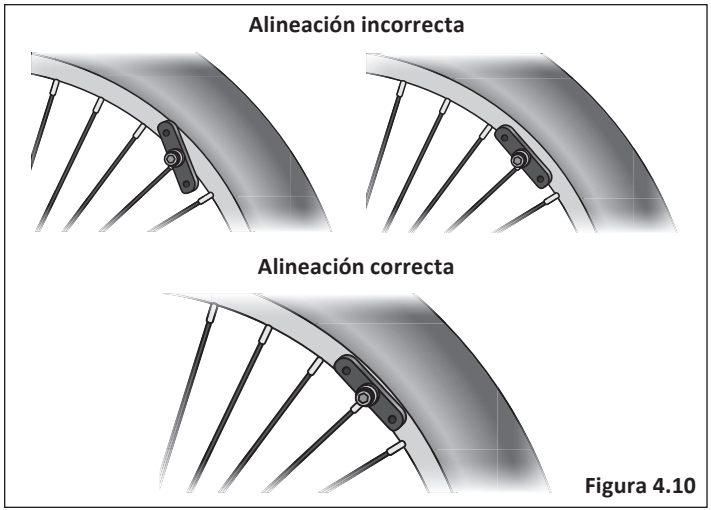

Figura 4.10
1. Compruebe que todas las zapatas del freno estén correctamente alineadas. Si no, utilice una llave Allen de 5 mm y afloje el perno lo suficiente como para poder reposicionar la zapata. Posicione la zapata de modo que esté uniformemente centrada en el rin. Apriete de nuevo el perno después de posicionar la zapata correctamente. **Figura 4.10**